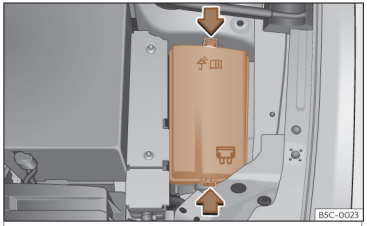

Fig. 48 En el vano motor: tapa de la caja de fusibles.
- Presione las pestañas de bloqueo para desbloquear la tapa de la caja de fusibles ››› **fig. 48**.